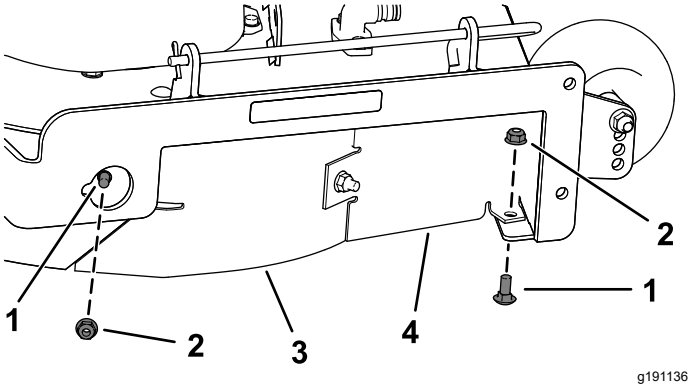

Figur 14
7. Fjern de to låseboltene (5/16 x 3/4 tomme) og to låsemutterne (5/16 tomme) som fester den høyre skjermen og skjermvernet til klippeenheten (Figur 14).